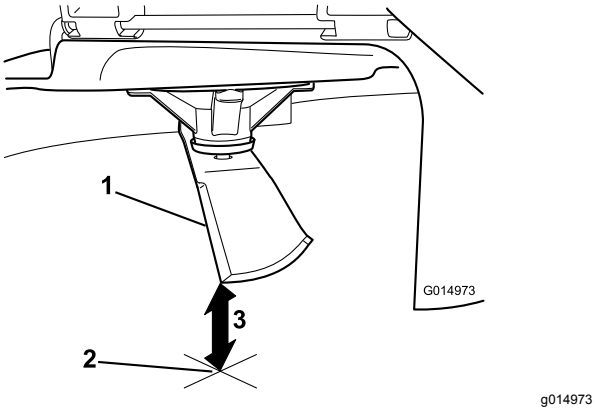

Figur 64
3. Mål fra spidsen af skærekniven til den plane overflade (Figur 64).